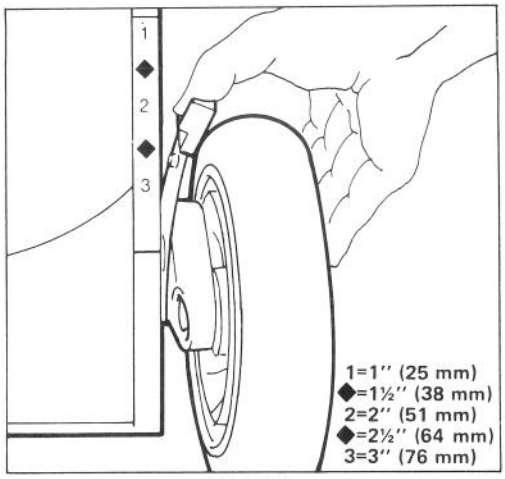

Bild 12
2. Zur leichteren Einstellung das Mähgehäuse anheben, damit das Rad mehr am Boden ist. Dabei nicht mit der Hand unter das Gehäuse greifen. Schnitthöhen-Einstellhebel zum Rad hin drücken und auf die gewünschte Schnitthöhe einstellen (Bild 12). Sicherstellen, daß der Stift des Einstellhebels in die Nute am Gehäuse einrastet. Alle Räder auf die gleiche Höhe einstellen.